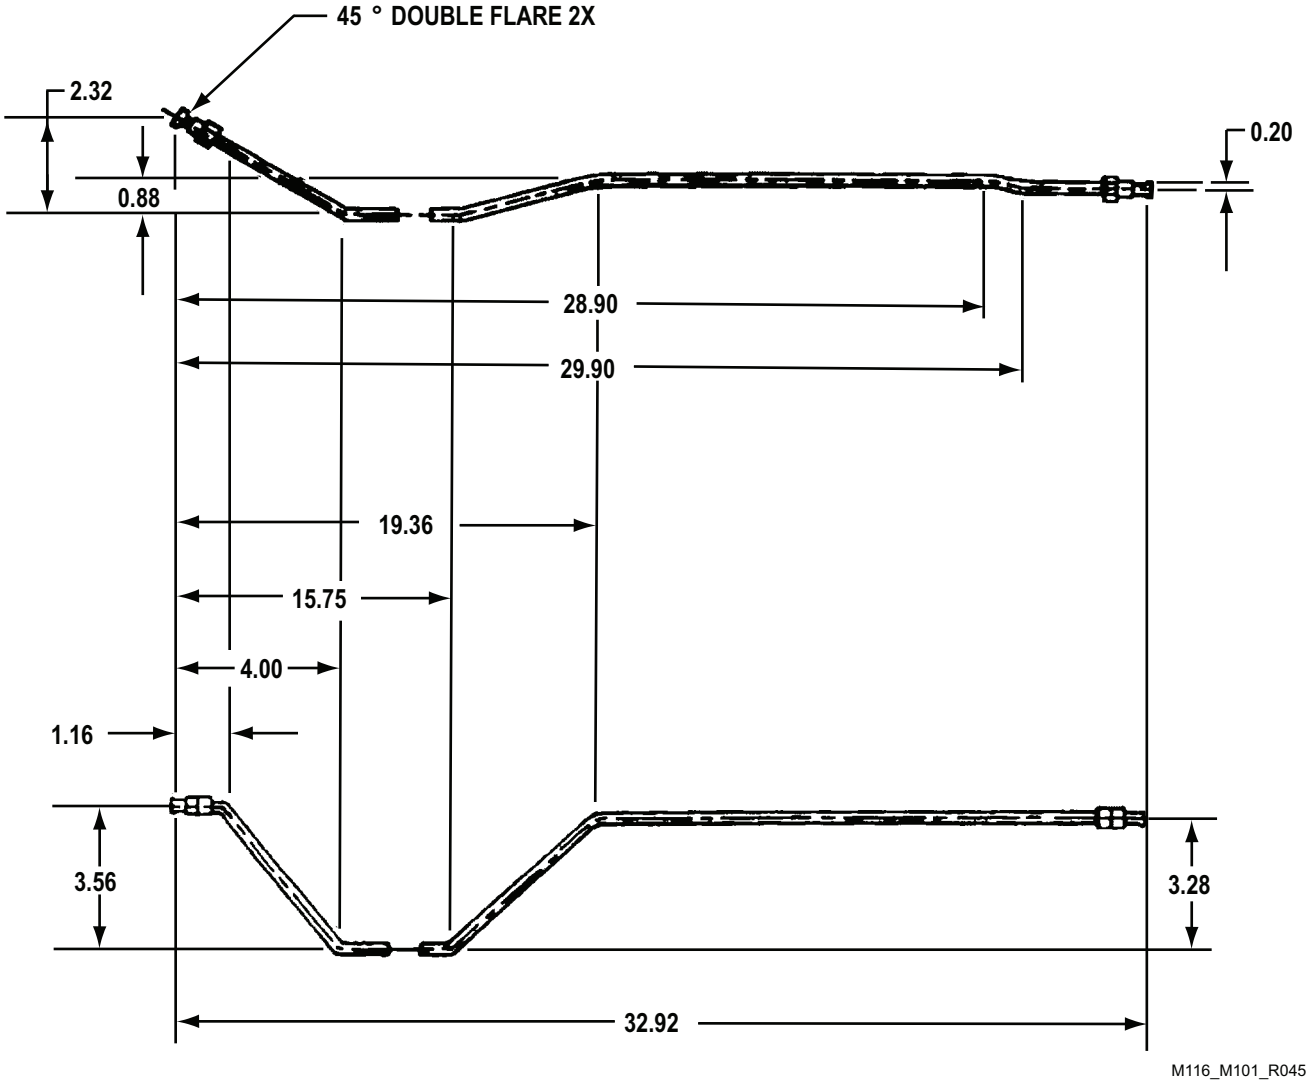

Figure 6. Left Hydraulic Brake Tube Assembly (M101A1, M101A2, M101A3, and M116A3).
3. Install nut, part number 110357, on each end of tube assembly (Figure 6).